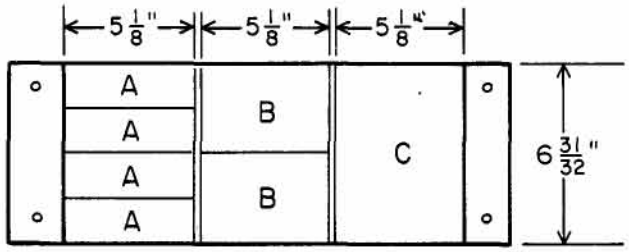

Figure 2A. AC-146A Modular Adapter
2. Those units which dictate a greater height-to-width ratio than the first group, but do not justify the full rack width. A convenient 6-31/32" high modular adapter (hp AC-146A) is available for mounting these units in racks. See Figures 2A and 2B. These modular adapters can also be used for combining instruments neatly on the bench, merely by attaching the feet provided.